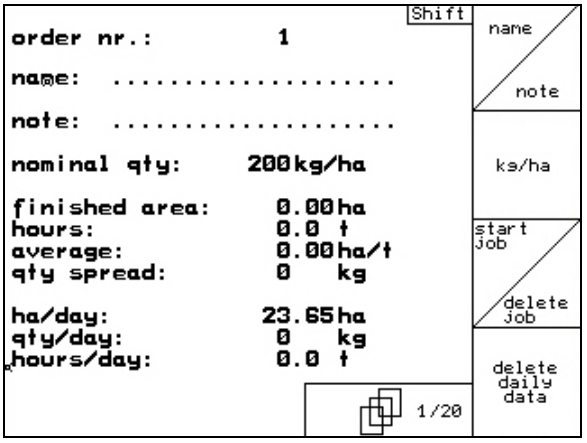

Fig. 31
11. Switch to the job menu via the main menu (Fig. 31).
12. Delete the day's date in the started job (Fig. 31).